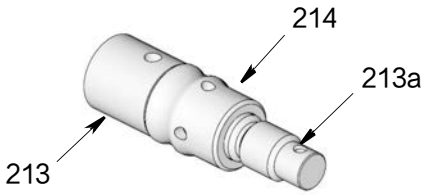
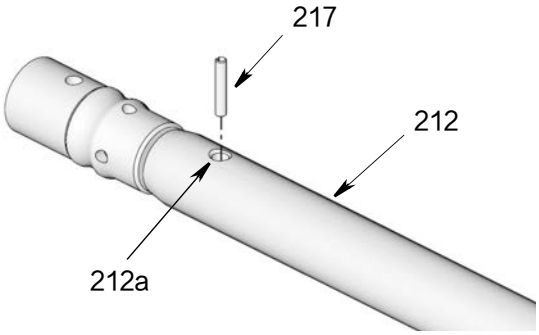

图 38
图 39
5. 将活塞杆 (213) 和活塞密封 (214) 滑动在一起（图 38）。
6. 将活塞杆 (213) 拧入位移杆 (212) 的端头。用手将两件拧紧在一起，端头的孔 (213a)（图 38）与孔 (212a) 对齐（图 39）。
7. 将销钉 (217) 穿过对齐的孔洞 213a （图 38）和 212a （图 39）。根据需要支撑杆 （212 和 213），确保杆不会弯曲。使用夹子和锤子将销钉装在杆内。